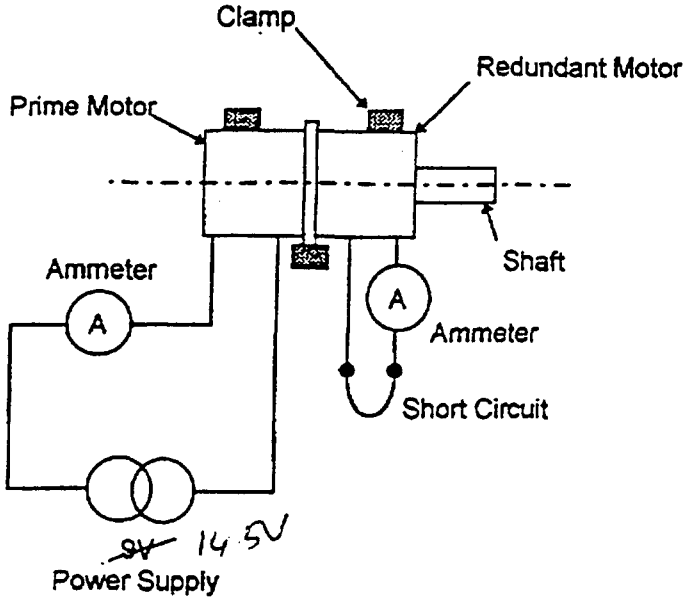

FIGURE 1
5. Set up the motor assembly and auxiliary equipment as shown in Figure 1.	INTEGRITY NEW TESTS
3. Every 2 minutes remove the power to the motor then measure the increase in resistance in the prime and redundant windings. Rebuild the set up of Figure 1 and reapply power to the primary motor. Record the results in Table 4. The motor is to run for 15 minutes in total. (If the winding resistance increases by more than 40% of its starting value the test is to be aborted and design department informed.)	OK
6. Reconfigure the equipment arrangement shown in Figure 1 such that the redundant motor is powered and the prime motor is short circuited.	✓